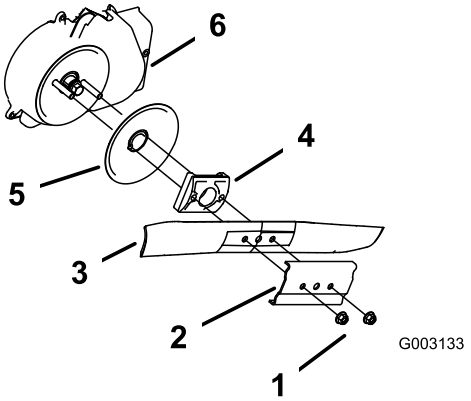

Figura 29
3. Togliete i due dadi della lama ed il rinforzo (Figura 29).
4. Togliete la lama (Figura 29).
5. Togliete il giralama e il disco antistrappo (Figura 29).
6. Pulite il carter della frizione del freno della lama (Figura 29).
10. Montate la lama ed il rinforzo con i due dadi della lama rimossi al punto (Figura 29).